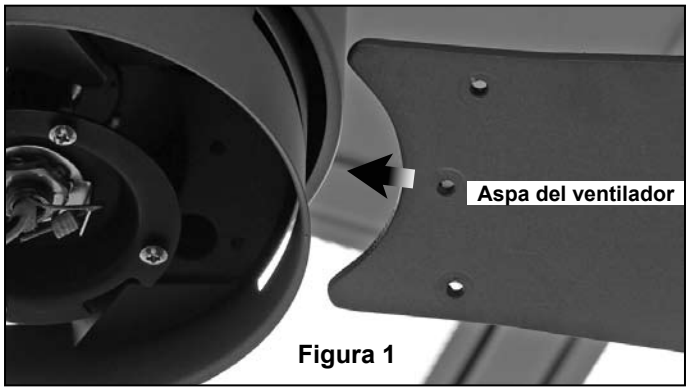

Figura 1
1. Deslice con cuidado las aspas a través de la ranura, como se muestra. (Figura 1)